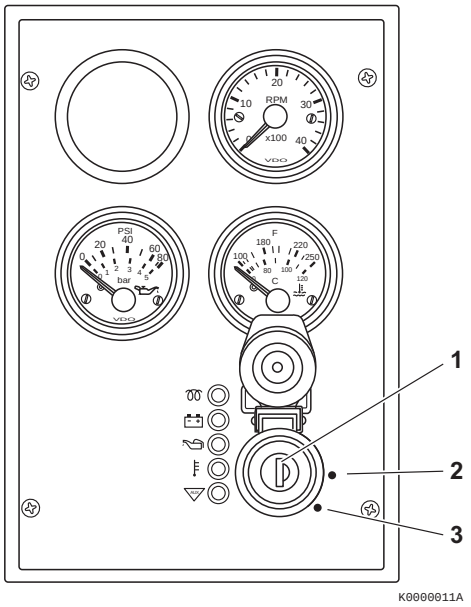
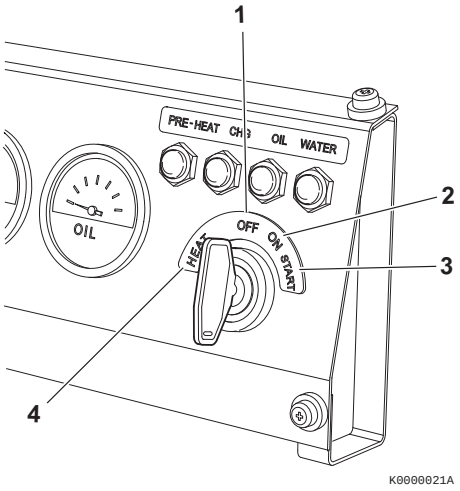

Figure 12
Figure 13
The key switch for the operator's console illustrated in **Figure 12** has three positions - OFF, ON, START and HEAT.
OFF (key straight up and down) **(Figure 12, (1))** and **(Figure 13, (1))** - When you turn the key to this position the engine shuts down. Electric current to the gauges and indicators is shut off. You can insert and remove the key in this position.
ON (Figure 12, (2)) and **(Figure 13, (2))** - This is the position the key will be in when the engine is running. When the engine is not running, use this position to energize the gauges, indicators, electric fuel pump and auxiliary devices.
START (Figure 12, (3)) and **(Figure 13, (3))** - Turn the key to this position to start the engine. As soon as the engine starts, release the key and it will automatically return to the ON position. Some key switches may be equipped with a feature that prevents you from turning the key to the START position while the engine is running. When operating a key switch with this feature, you cannot turn the key to the START position without first returning the key to the OFF position.
The key switch for the operator's console illustrated in **Figure 13** has four positions - OFF, ON, START, and HEAT.
HEAT (Figure 13, (4)) - You must turn the key to the HEAT position to activate the glow plug. The indicator will flash for several seconds when you turn the key to HEAT. You can turn the key to START when the indicator goes out.